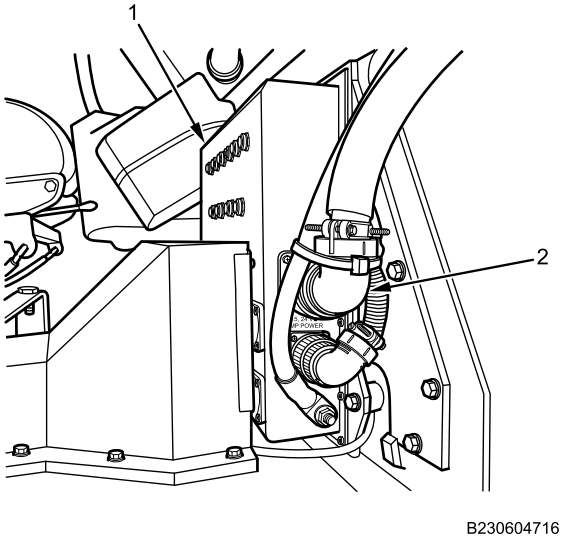

Figure 4. PDM Feed Wiring Harness Connector.
4. Disconnect 24V PDM wiring harness (Figure 4, Item 2) from PDM (Figure 4, Item 1).